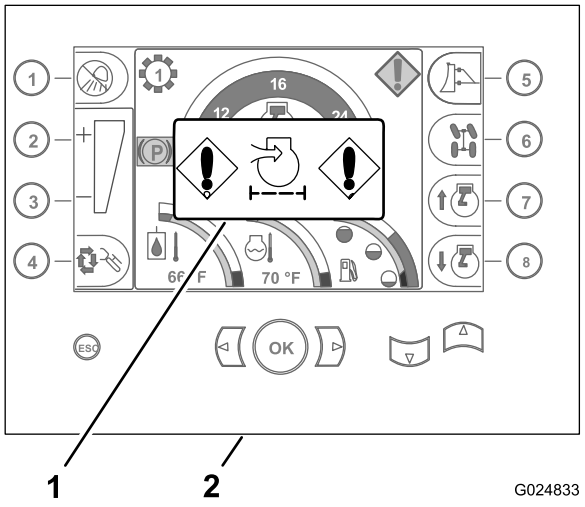

Bild 28
2. Prüfen Sie, ob die Anzeige für einen verstopften Luftfilter auf dem Startbildschirm im Command Center angezeigt wird (Bild 28).